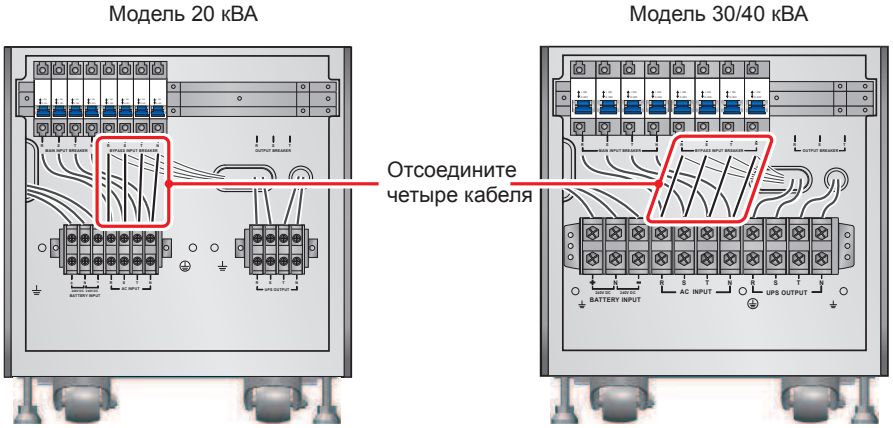

Рис. 6-7. Отключение четырёх кабелей, соединяющих блок зажимов сетевого входа с входным размыкателем байпаса
2. Или удалите четыре кабеля, соединяющие соединяющие блок зажимов сетевого входа и входной размыкатель байпаса (см. ***рис. 6-7***). Подключите кабели сети переменного тока R, S, T и N к входному размыкателю байпаса.